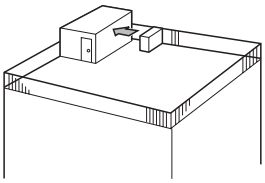

Fig. 2-4
① Richten Sie die Luftaustrittsöffnung mit einem Abstand von etwa 500 mm auf die nächstgelegene Wand aus. (Fig. 2-4)